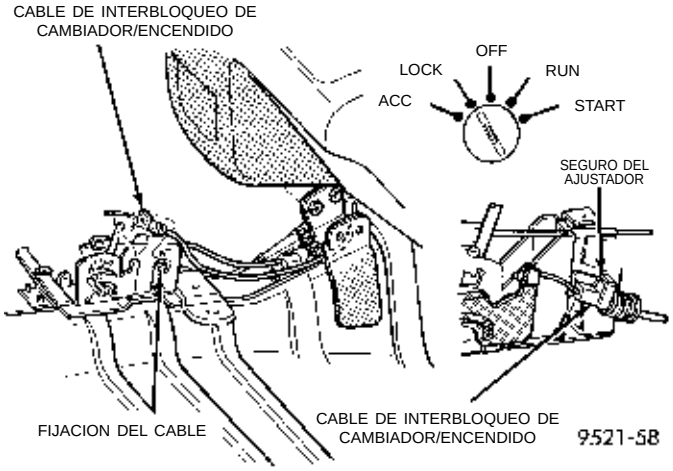

Fig. 15 Cable de interbloqueo de Cambiador/ Encendido
(5) Con un movimiento de palanca sobre las dos orejetas del extremo del conducto del cable sepárelas del mecanismo del cambio de marchas y tire del cable hacia arriba. Retire el cable del cambio de marchas del mecanismo.
(6) Con un movimiento de palanca hacia arriba, suelte el seguro del ajustador del cable de interbloqueo de cambiador/encendido. Desenganche la conexión del extremo del cable de la ranura en el mecanismo del cambio de marchas. Retire el extremo del núcleo del cable de la leva de plástico del mecanismo del cambiador (Fig. 15).